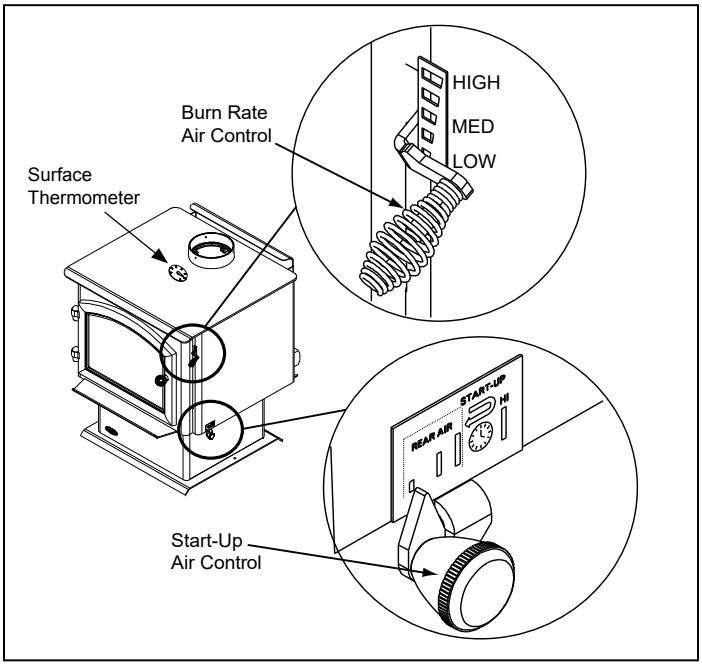

Figure 10.1
2. **Second Stage:** The next stage of burning, the secondary stage, is the period when the wood gives off flammable gases which burn above the fuel with bright flames. During this stage of burning it is very important that the flames be maintained and not allowed to go out. This will ensure the cleanest possible fire. If the flames tend to go out, it is set too low for your burning conditions. The air control located at the upper right hand corner is used to adjust for burn rates. This is called the Burn Rate Air Control **(Figure 10.1)**.
- Then activate the ACC timer system by pushing the knob all the way back toward the appliance to “HI” then pull forwards towards the front of the appliance until the knob stops (**Figure 10.1**).
A surface thermometer tells you when to adjust the air control, and when to refuel, Figure 10.1.